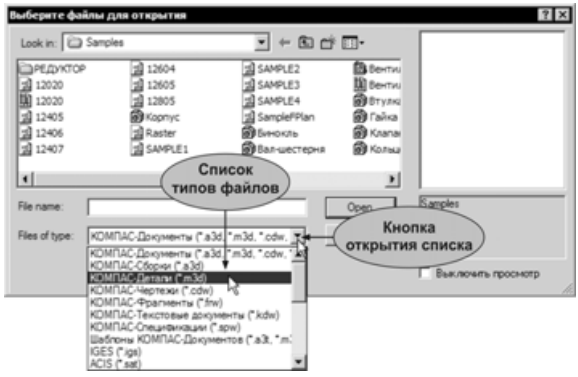

Рис. 1.4
- Нажмите кнопку открытия списка типов файлов (рис. 1.4) и выберите из списка строку **Компас-Детали (*.m3d)** .